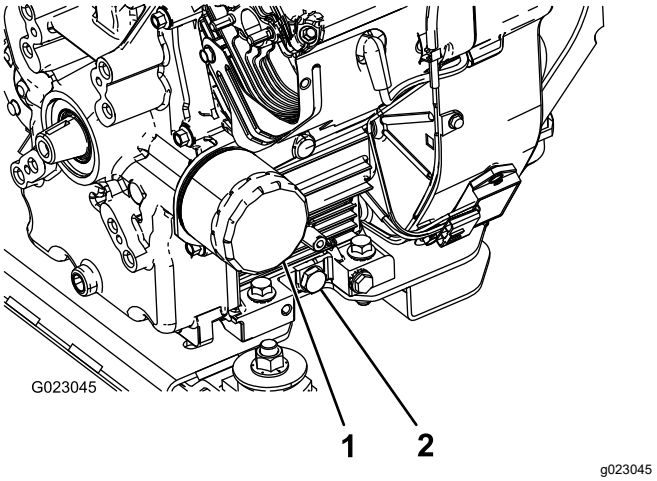

Figur 43
5. Ta bort avtappningspluggen (Figur 43).
2. Avlägsna oljefiltret (Figur 43).
5. Sätt i det nya filtret i filteradaptern. Vrid oljefiltret medsols tills gummipackningen kommer i kontakt med filteradaptern. Dra sedan åt filtret ytterligare ett halvt varv (Figur 43).